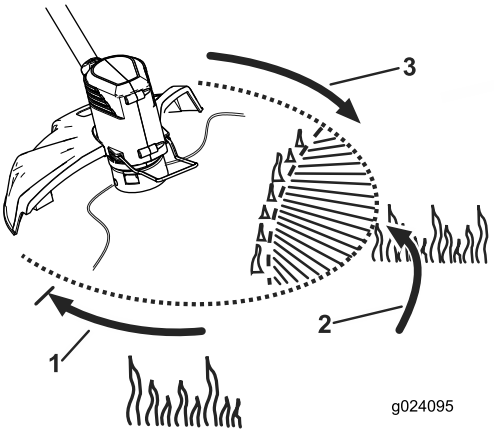

Figur 17
- Du åstadkommer den bästa klippningen genom att luta trimmern mot det område som klipps (Figur 17, punkt2.).